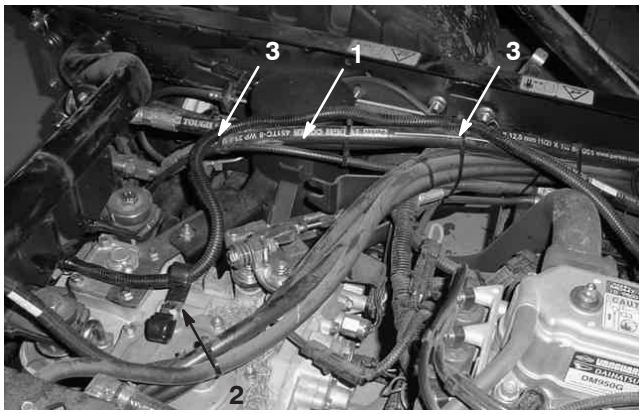

Figure 5
1. Acheminez l'extrémité à cosse en anneau du faisceau de câblage jusqu'à la batterie du véhicule tracteur (Fig. 5 & 7).
3. À l'aide de serre-câbles, fixez le faisceau au véhicule tracteur aux emplacements indiqués à la Figure 5.
4. Fixez (2) clips en J en haut de la transmission au moyen d'une vis de 8 mm x 2 (Fig. 5).
5. Faites passer le faisceau dans le clip en J gauche comme illustré à la Figure 5.